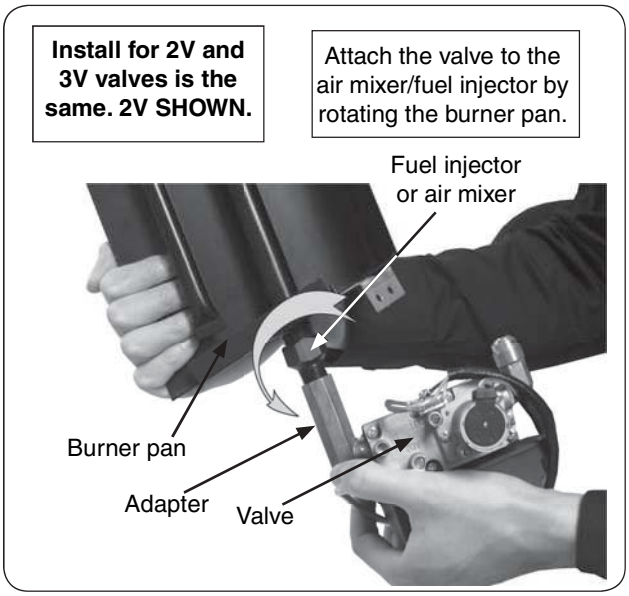

Fig. 7-2
2. Attach the adapter (pre-assembled to valve) to the fuel injector or air mixer by screwing the pan into the adapter (Fig. 7-2). Take care not to damage the attached pilot assembly when rotating the burner pan. Be sure all connections are tight.